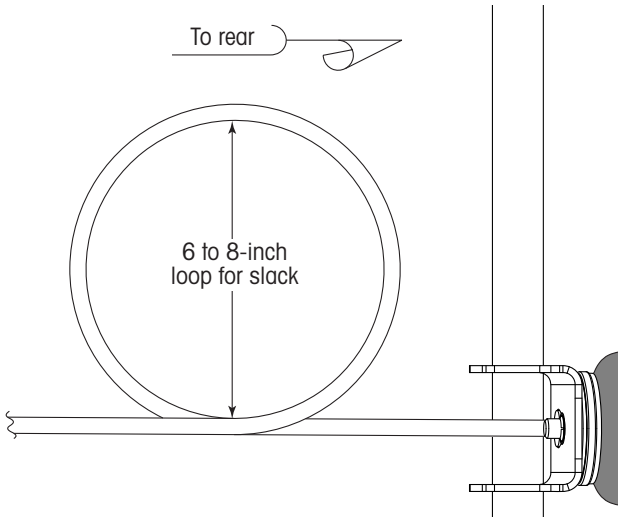

Figure 76: Creating a slack loop in the air line (Applies to K-2® Slider Box SURELOK kits wit air spring actuator)
1. (Applies to K-2® slider box only, Figure 76) **Make** a six to eight inch slack loop in the air line near the front of the actuator.